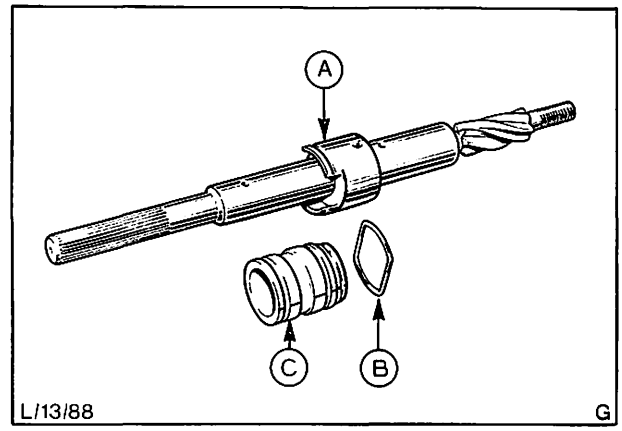

Abb. 30 A = Ritzelwelle kompl.
13. Sprengring „B" in Abb. 30 von der Ritzelwelle „A" entfernen und das Steuerventil „C" vom Ritzel abziehen.